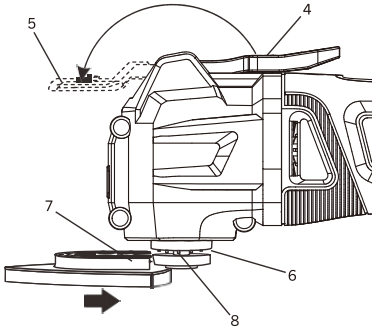

Fig. 1
1. Soulevez le levier de libération du support de l'accessoire et faites-le pivoter de 180° (4) vers le haut et vers l'avant de l'outil aussi loin que possible (5) (Fig. 1).